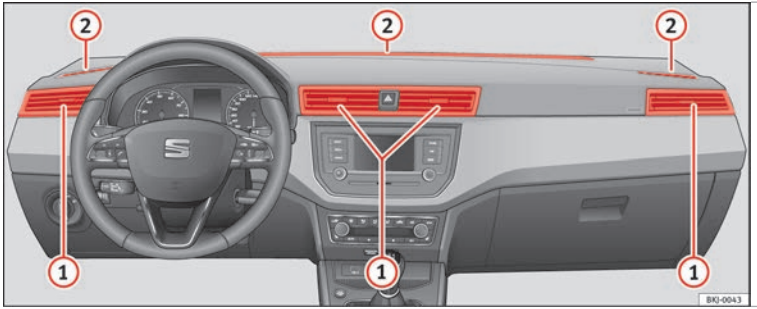

Fig. 144 Air vents.
To ensure proper heating, cooling and ventilation in the vehicle interior, the air vents ››› **Fig. 144** (1) should remain open.